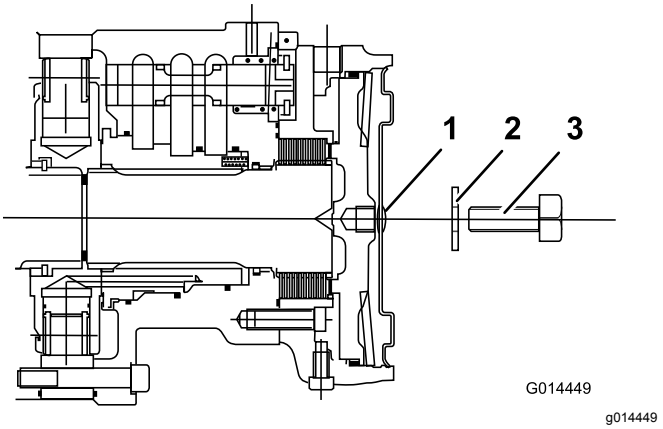

Figur 36
4. Monter en M12 x 40 mm lang sætskrue med skive gennem hullet i midten af motorens endeplade (Figur 36).
5. Stram sætskruen ind i bremsestemplets gevindskårne hul, indtil bremsen udløses (Figur 36).
6. Find motorskivebremsesamlingen på venstre forhjul, og gentag den foregående procedure (Figur 36).